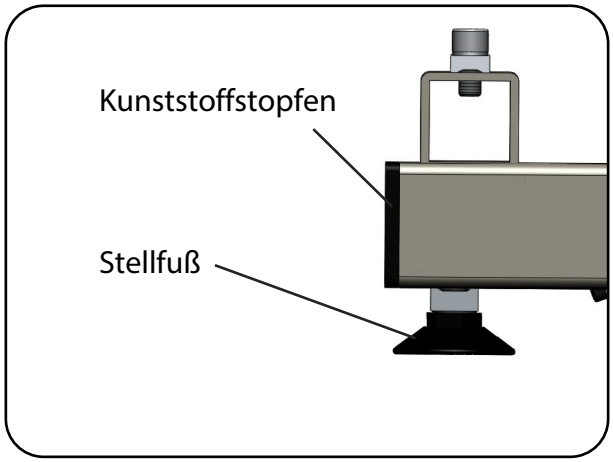

Abb. 6.7.03 - aks-B4 compact Standard
5. Entfernen Sie die Kunststoffstopfen im Unterrahmen (Abb. 6.7.03).
6. Drehen Sie die vier Stellfüße aus dem Unterrahmen heraus (Abb. 6.7.03).